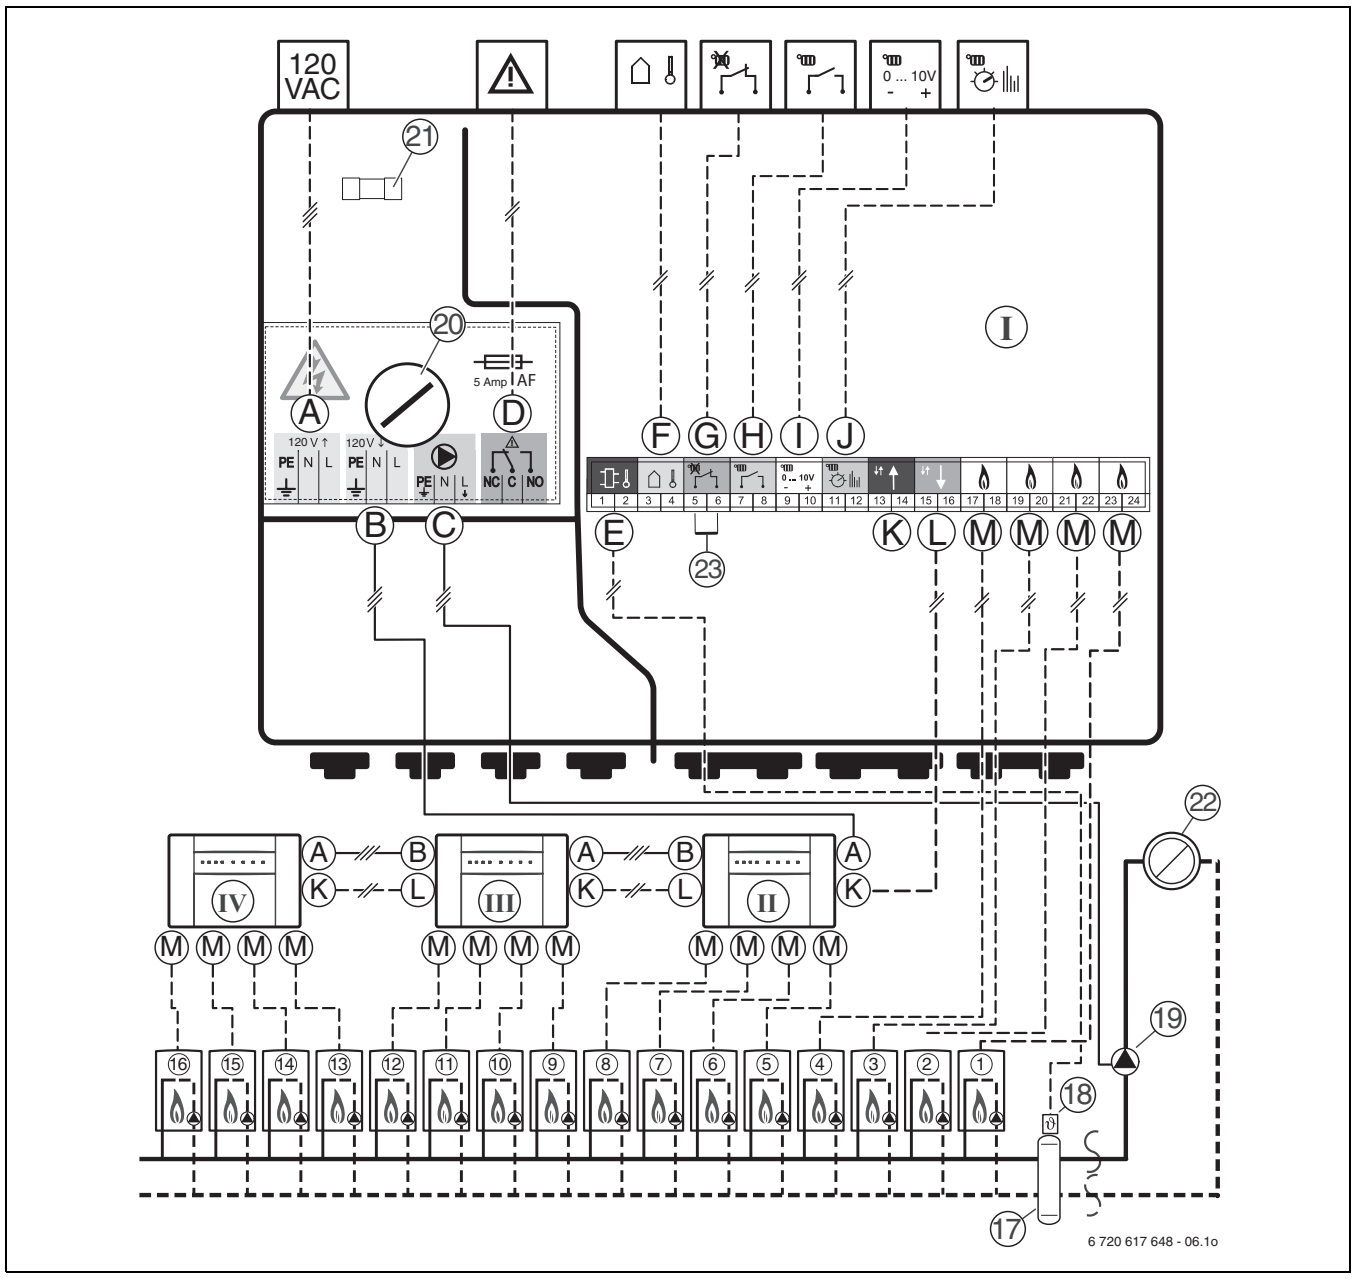

Fig. 6 Wiring diagram
1) (→ fig. 6, page 10)
The ICM modules stage the boilers based on the heat demand calculated. The heat demand is communicated to the ICM in 4 different ways (→ fig. 6, terminals H, I or J, page 10), (→ table 5).
One ICM module can control up to 4 boilers. By connecting up to 4 ICM modules, up to 16 boilers can be linked to form a single cascade (→ fig. 6, page 10). In this case, one ICM module controls the cascade (ICM master).
The ICM module is equipped with an external switching contact (→ fig. 6, [G]). For the characteristics of this switch, see → table 2, page 5.
Any additional modules (→ fig. 6, [21], page 10), must be connected to the BUS of the heating controller.
▶ Always wire in accordance with the wiring diagram (→ fig. 6, page 10).
The fault output can be used to signal the device status. The NC pins are powered when no fault is present. The NO pins are powered when a fault is present. (→ fig. 6, terminal D, page 10). The fault LED on the ICM will light when a fault is present and the relay is engaged. (→ table 9, page 16).
In conjunction with the Hydronic 3, always connect the outdoor temperature sensor to the ICM module (master) (→ fig. 6, page 10) and not to the boiler.
For system version 1, the common supply water temperature sensor must be connected to terminals J and for the system versions 2, 3 and 4, to the ICM, terminal E (→ fig. 6, [18], page 10).